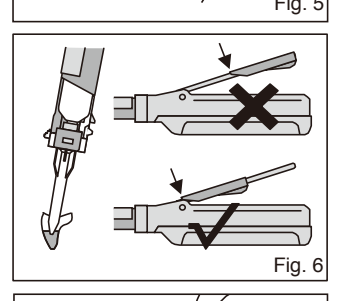

Fig. 6
d) Fijar la guía de ajuste a la parte delantera de la palanca (Fig. 6).
d) Plaats de instelgeleider aan de voorzijde van de hendel (fig. 6).